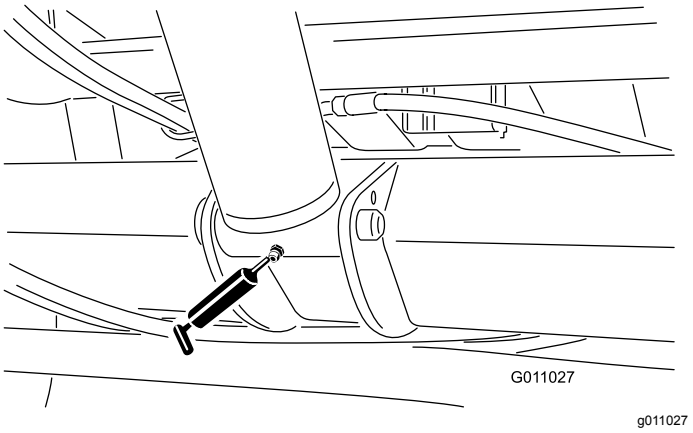

Figur 35
- Løftesylinder (2) (Figur 35)